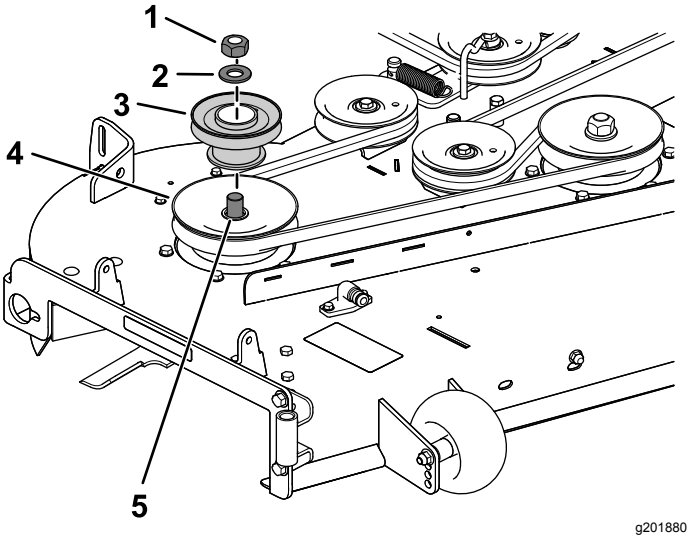

Figur 11
2. Monter remskiveenheten på høyre klipperremskive med mutteren og skiven du fjernet tidligere (Figur 11).